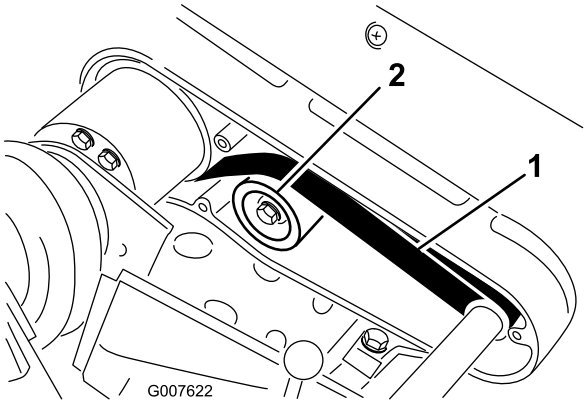

Figur 38
2. Kontroller spændingen ved at trykke remmen ned midtvejs mellem remskiverne (Figur 38) med en kraft på 22 til 26 N.
A. Løsn styreremskivens monteringsmøtrik, og drej styreremskiven med uret mod bagsiden af remmen, indtil den ønskede remspænding opnås (Figur 38).